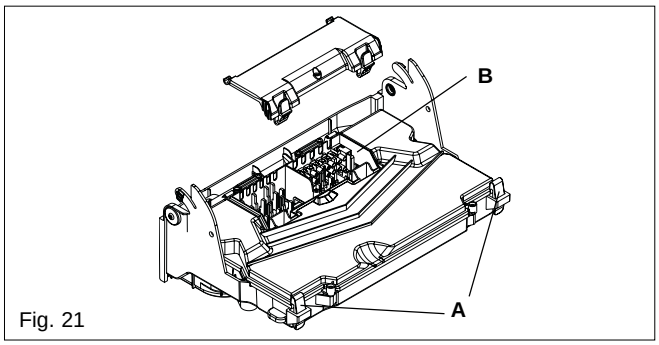

Fig. 21
6.11 PRINTED CIRCUIT BOARD (fig. 21)